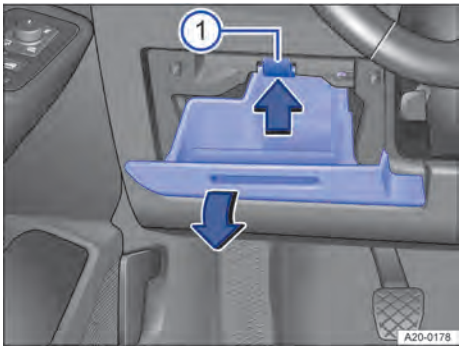

Fig. 198 Tapa de la caja de fusibles del tablero de instrumentos: vehículos con el volante a la izquierda, a la izquierda junto al volante.
1. Abra el portaobjetos y, dado el caso, vacíelo → Fig. 198.
2. Presione la pestaña de encastre hacia arriba en el sentido de la flecha y, al mismo tiempo, abra aún más el portaobjetos y retírelo hasta que se pueda acceder al portafusibles → Fig. 198 ①.